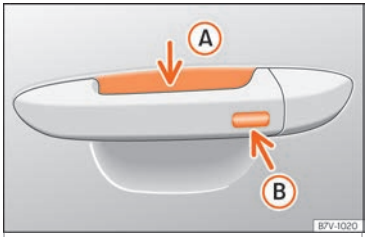

Fig. 142 Manípulo da porta: superfícies sensoras.
- Mantenha um dedo durante alguns segundos sobre a superfície sensora de bloqueio ››› Fig. 142 (B) do manípulo da porta para fechar o teto. Se deixar de tocar na superfície sensora, interrompe a função de fecho.